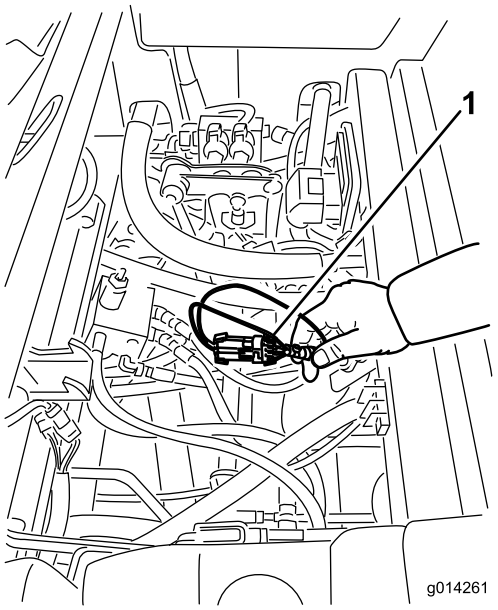

Figur 27
3. Lokaliser ledningsnettet og stikkene nær styreenheden (Figur 27).